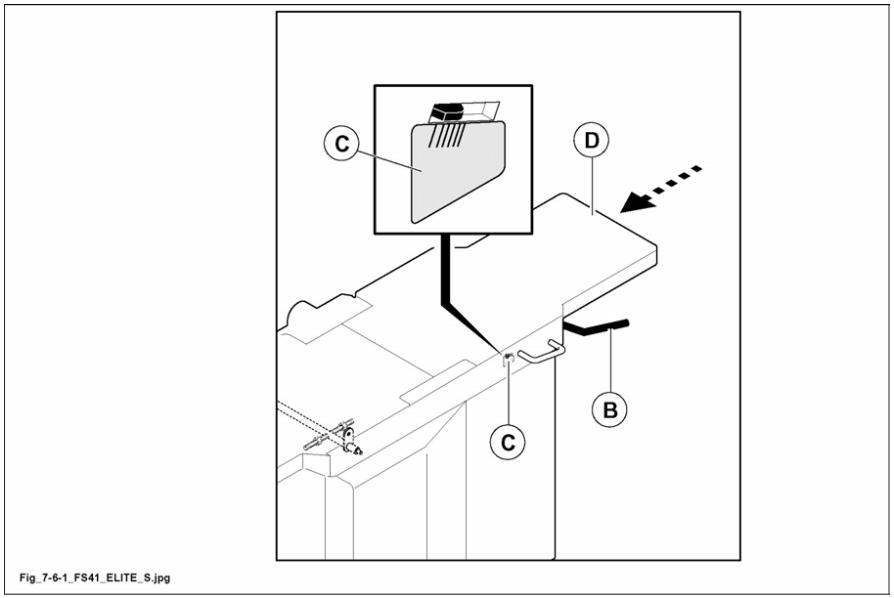

Fig. 7.6-1
- Operate on the lever (B fig. 7.6-1) in order to place the table (D fig. 7.6-1) depending on the chosen removal: read the traverse on the data plate (C fig. 7.6-1).